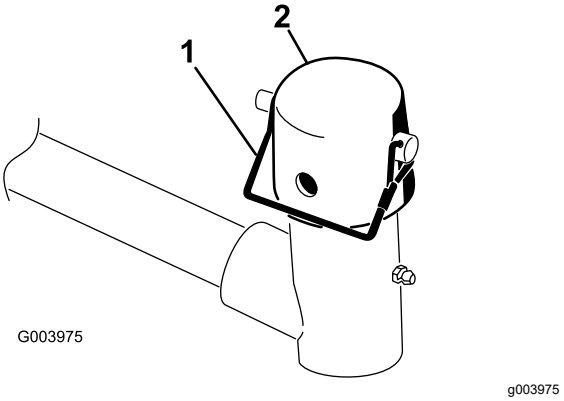

**Figuur 6**
5. Verwijder aan de hefarmen van de maai-eenheid de borgpen waarmee het kapje bevestigd is aan het juk van het draaipunt (Figuur 6).